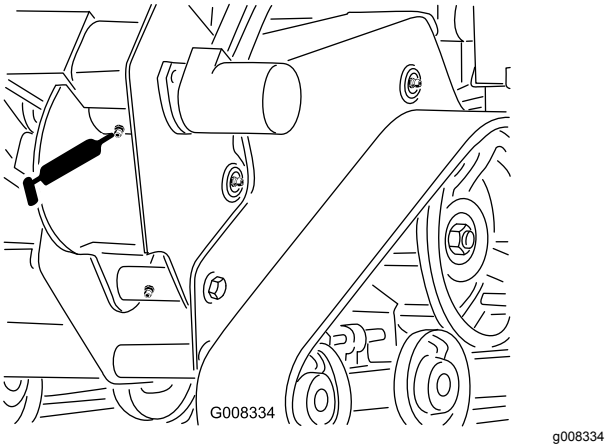

**Figuur 31**
2. Maak de smeernippel op het huis van de machine schoon met een lap en zet er een vetspuit op (Figuur 31).